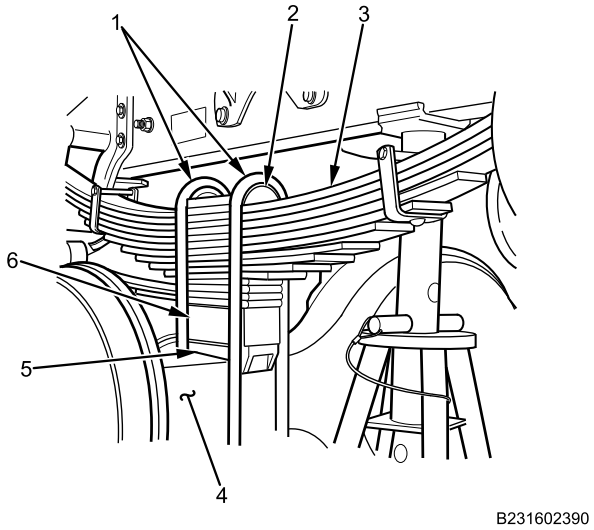
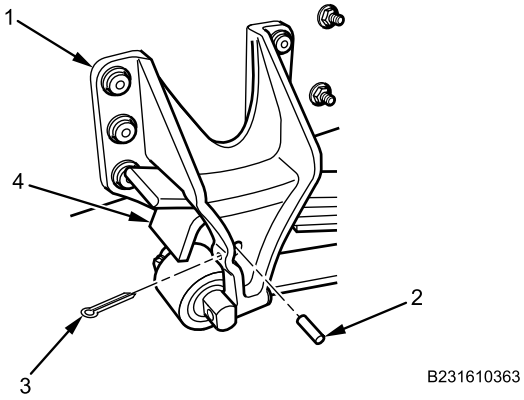

Figure 8. Rear Spring.
Figure 9. Rear Leaf Spring Front Bracket Rebound Pin.
5. With assistance lift rear of rear spring while installing rear spring seat (Figure 8, Item 5) rear spring spacer (Figure 8, Item 6) and dowel pin on rear axle (Figure 8, Item 4).
6. Lower spring (Figure 8, Item 3) onto rear spring spacer (Figure 8, Item 6) and remove front bracket rebound pin cotter pin (Figure 9, Item 3) and front bracket rebound pin (Figure 9, Item 2) from front spring bracket (Figure 9, Item 1).
7. Install U-bolt rear spring seat (Figure 8, Item 2) and U-bolts (Figure 8, Item 1) on rear spring (Figure 8, Item 3).